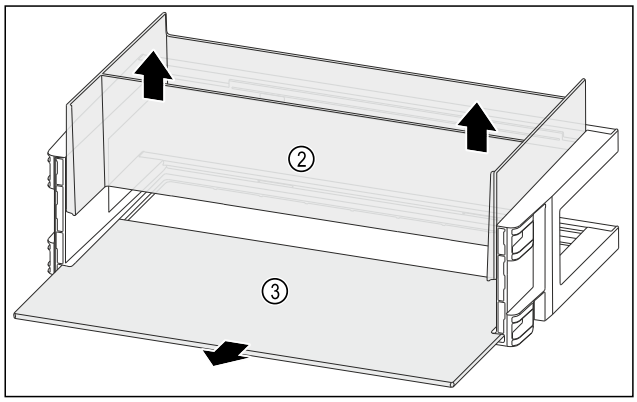

Fig. 131
- ▶ Organizér *Fig. 131 (2)* vyjměte nahoru.
- ▶ Odkládací plochu *Fig. 131 (3)* odeberte.